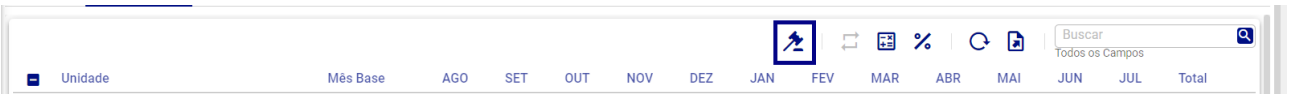

Figura 150: Concluir
- **Concluir (Figura 150):** Permite concluir o orçamento de um item diretamente da tela de cálculo, sem a necessidade de acessar a tela de **"Conclusão"**. Uma vez concluído, os campos são bloqueados para edição.